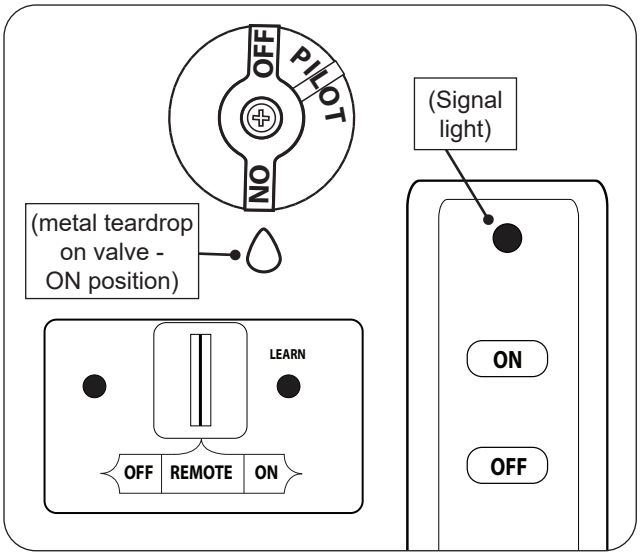

Fig. 25-1 Remote lighting
1. Ensure the pilot is burning. Turn the control knob counterclockwise to **ON** (see Fig. 25-1).
2. Locate the 3-position switch on the remote receiver, and slide the switch to **REMOTE** (see Fig. 25-1).
3. Locate the remote transmitter and press the **ON** button (see Fig. 25-1). The ignition sequence will begin.